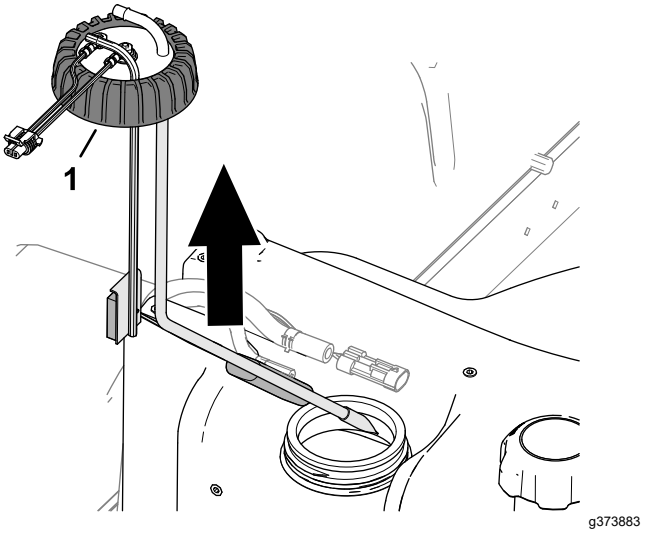

Figuur 90
5. Maak de dop van de brandstofsensor los (Figuur 90).